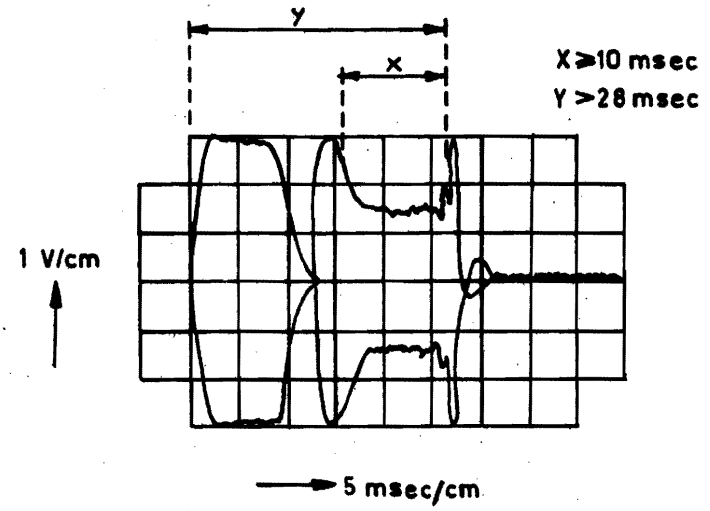

Figure 7-7
9) Turn potmeter SE3 CW (speed is increased) till the current is correct, see fig. 7-7 with dus regard to on point 11.